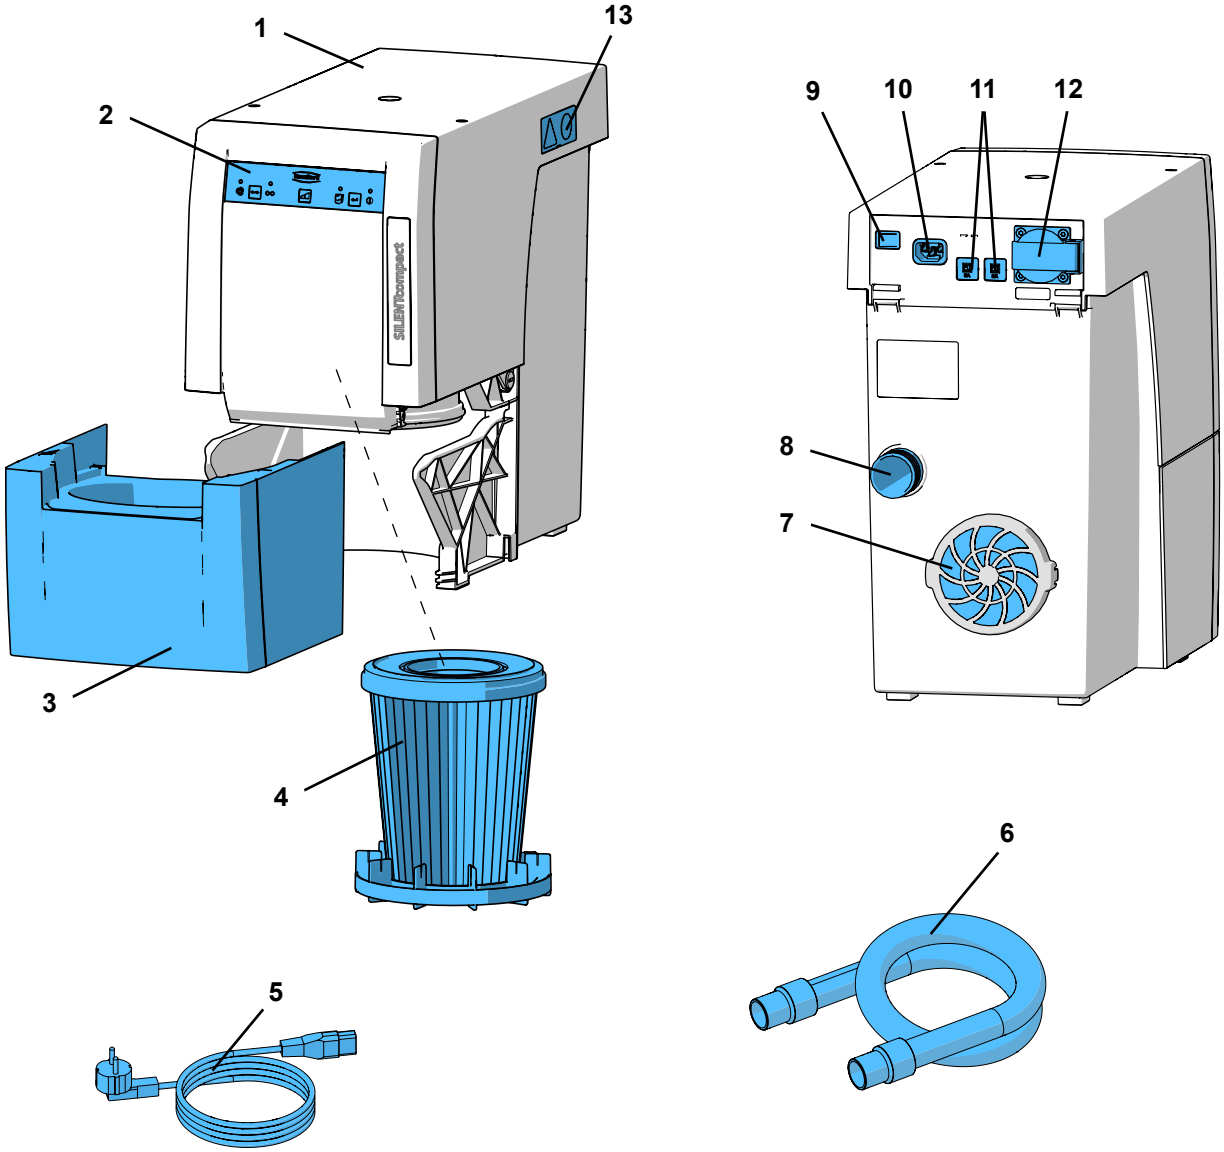

Abb. 1
- der Abluftaustritt (7, Abb. 1) nicht behindert wird.
⇒ Netzkabel (5, Abb. 1) in Netzanschluss (10) einstecken.
⇒ Saugschlauch (6, Abb. 1) auf den Saugstutzen (8) stecken.